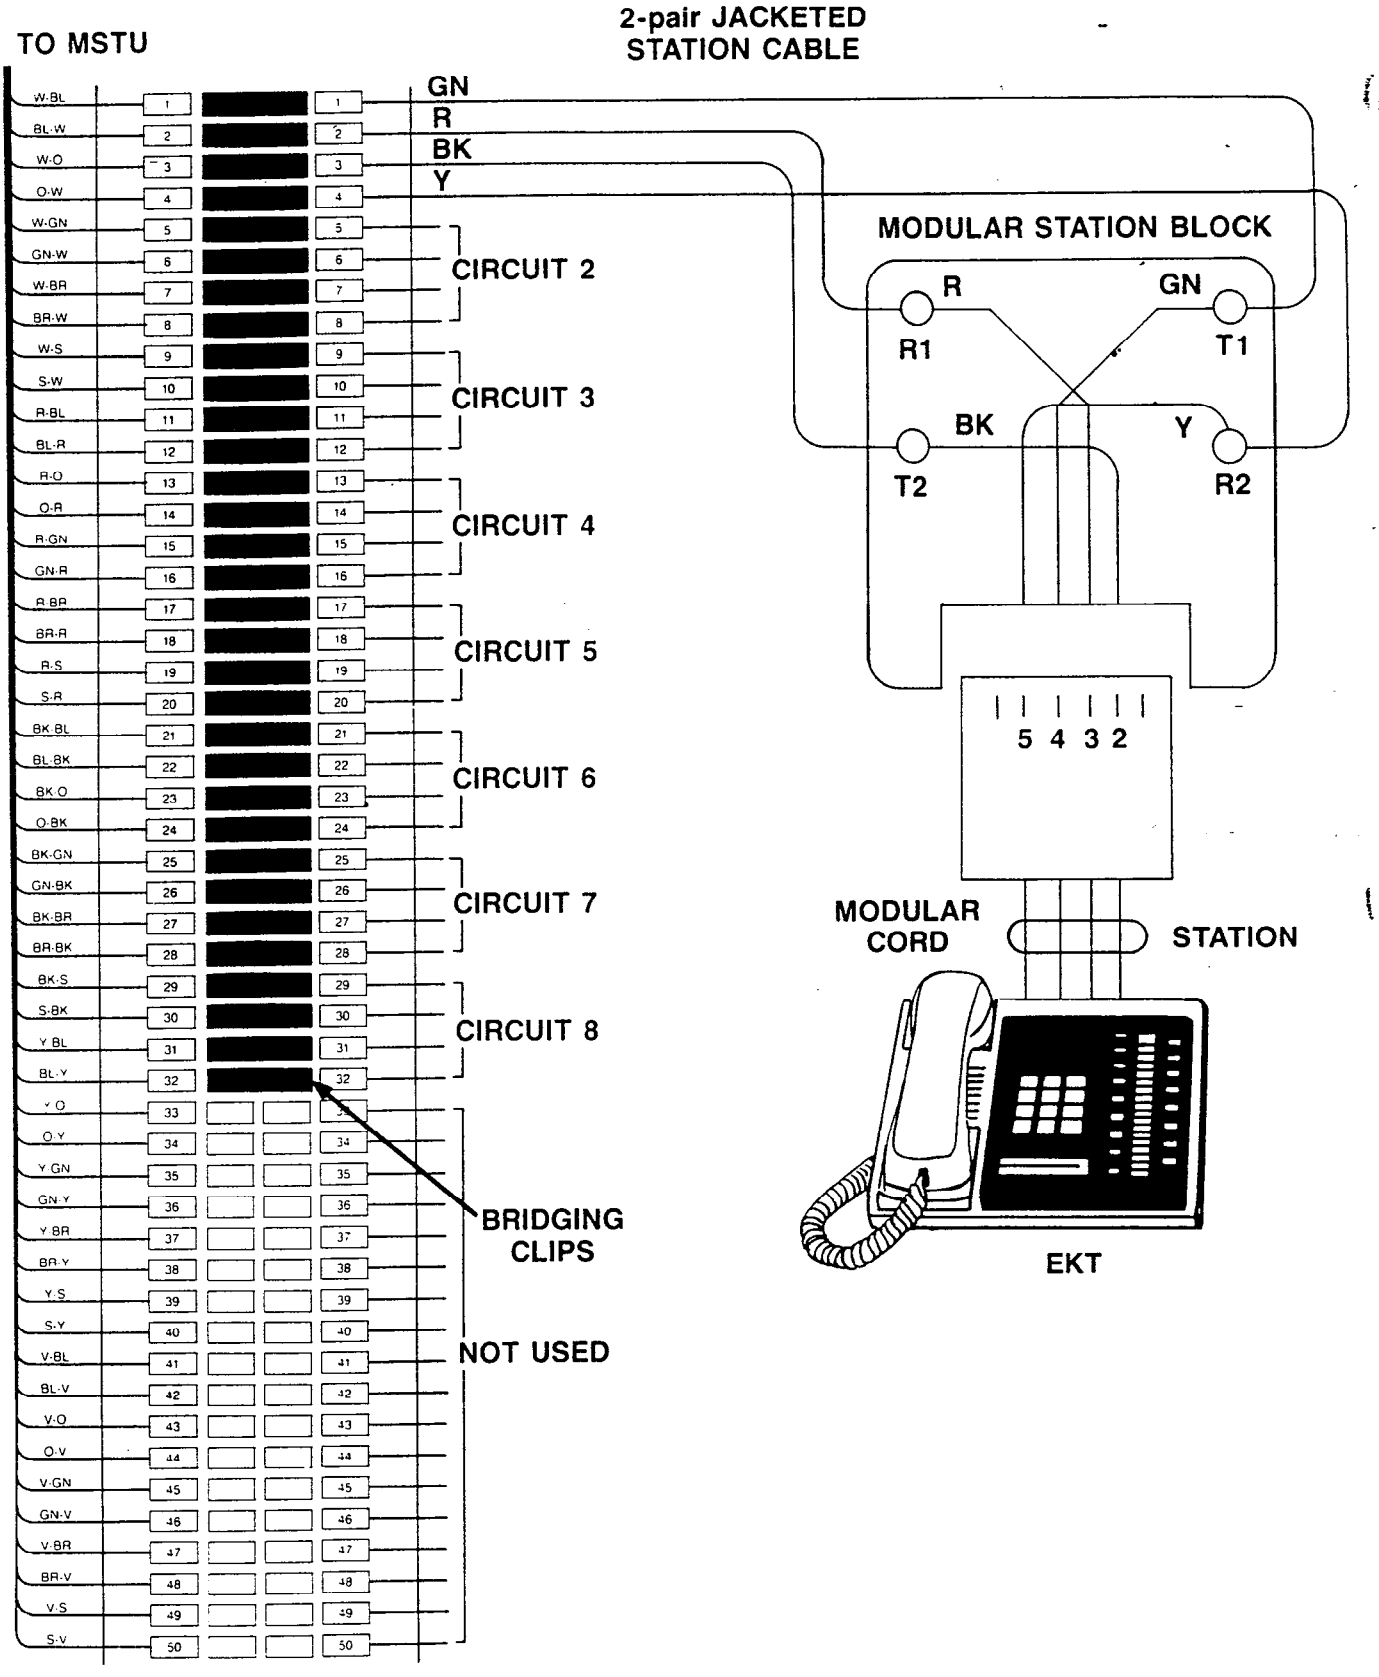

FIGURE 23—MDF/EKT WIRING
08.14 Refer to Figure 23, and route the cable from #1 MSTU (stations 10∿17) to Block 1, cable from #2 MSTU (stations 18∿25) to Block 2, etc.
blocks as shown in Figure 23. (Use one side of each block for each cable.) Figure 23 is generic, in that it shows the basic diagram for each MSTU. Use Tables C and D for correct cross-connect data for all stations in both systems.
08.25 Figure 23 shows the EKT wiring arrangement.
08.26 Various manufacturers of modular station blocks have employed different color codes to indicate the sequence of pairs in their blocks. However, the color code most commonly used is shown in Figure 23. Verify the configuration of your modular blocks before connecting the station cables.